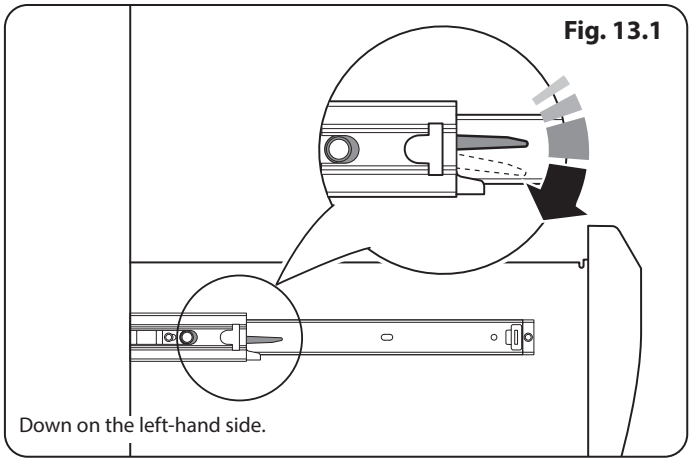
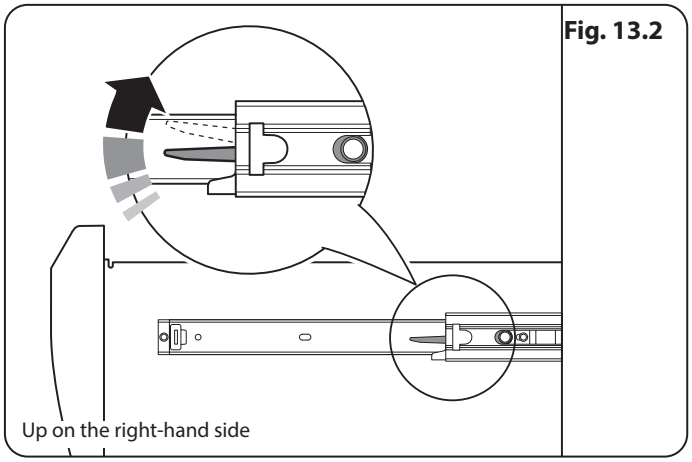

Fig. 13.1
Fig. 13.2
2. Push the ends of the plastic clips (**Fig. 13.1** and **Fig. 13.2**) to release the catches holding the drawer to the side runners. At the same time pull the drawer forward and away from the side runners.